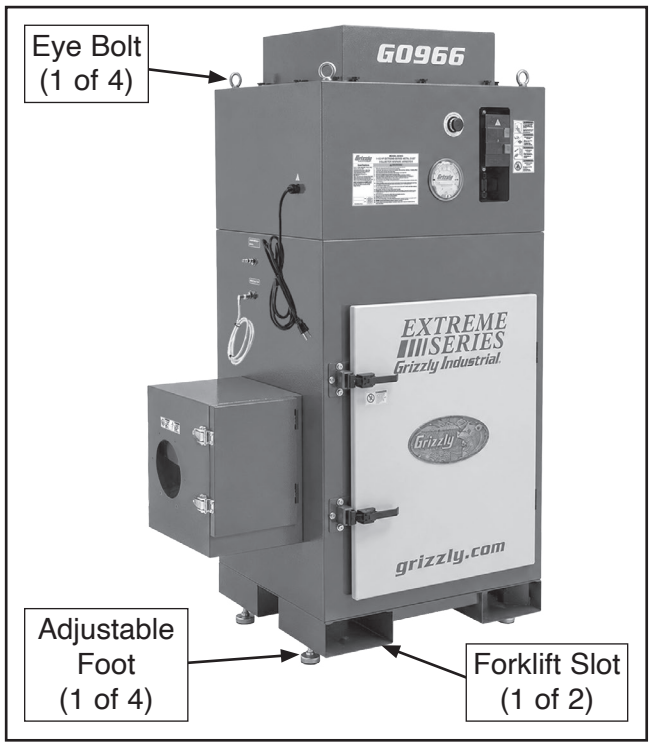

Figure 12. Lifting points and adjustable feet.
1. Lift machine by using forklift slots or eye bolts (see **Figure 12**), and set in desired location.
2. With assistant's help, raise or lower adjustable feet as needed to stabilize machine (see **Figure 12**).